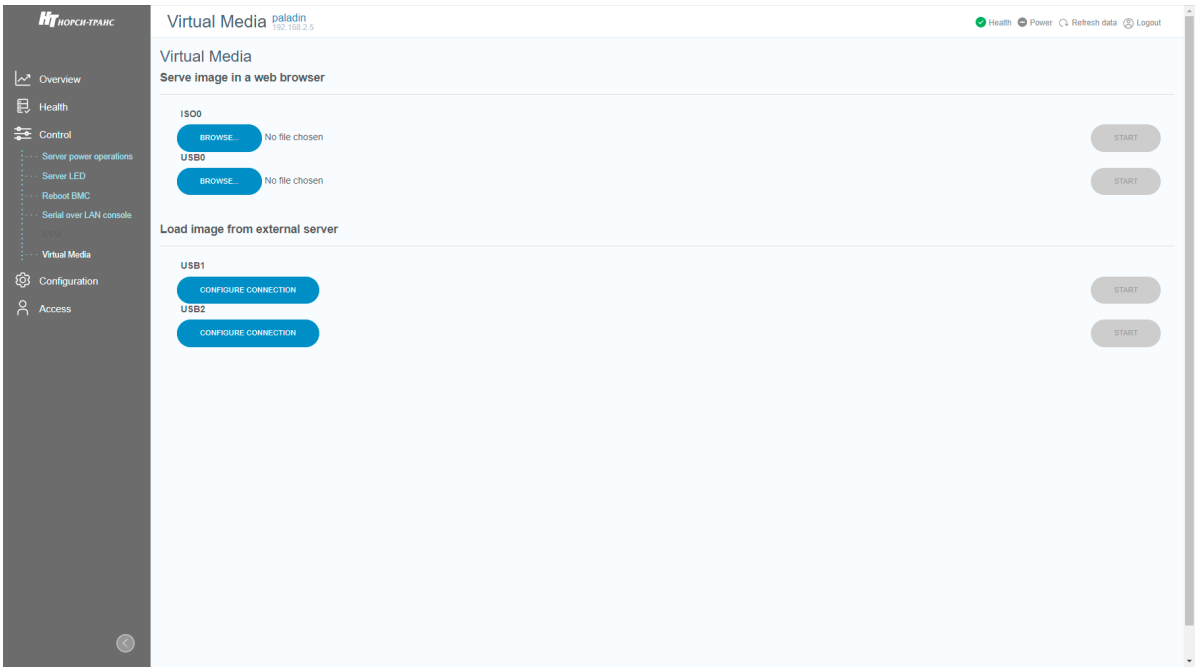

Рис. 82. Окно «Virtual Media»
7) Пройдите во вкладку «Control» → «Virtual Media» в данной вкладке осуществляется виртуальное подключение периферийных устройств. Окно показано на рис. 82 Окно «Virtual Media».